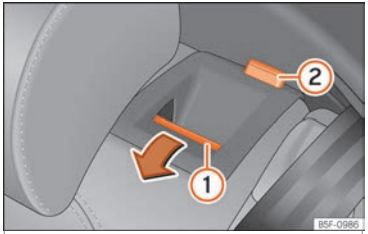

Fig. 123 Rear seat: folding the backrest.
- Pull the unlock button ››› Fig. 123 ① forward and lift the backrest at the same time. The rear seat backrest is not engaged when the red marking of the button ② is visible.